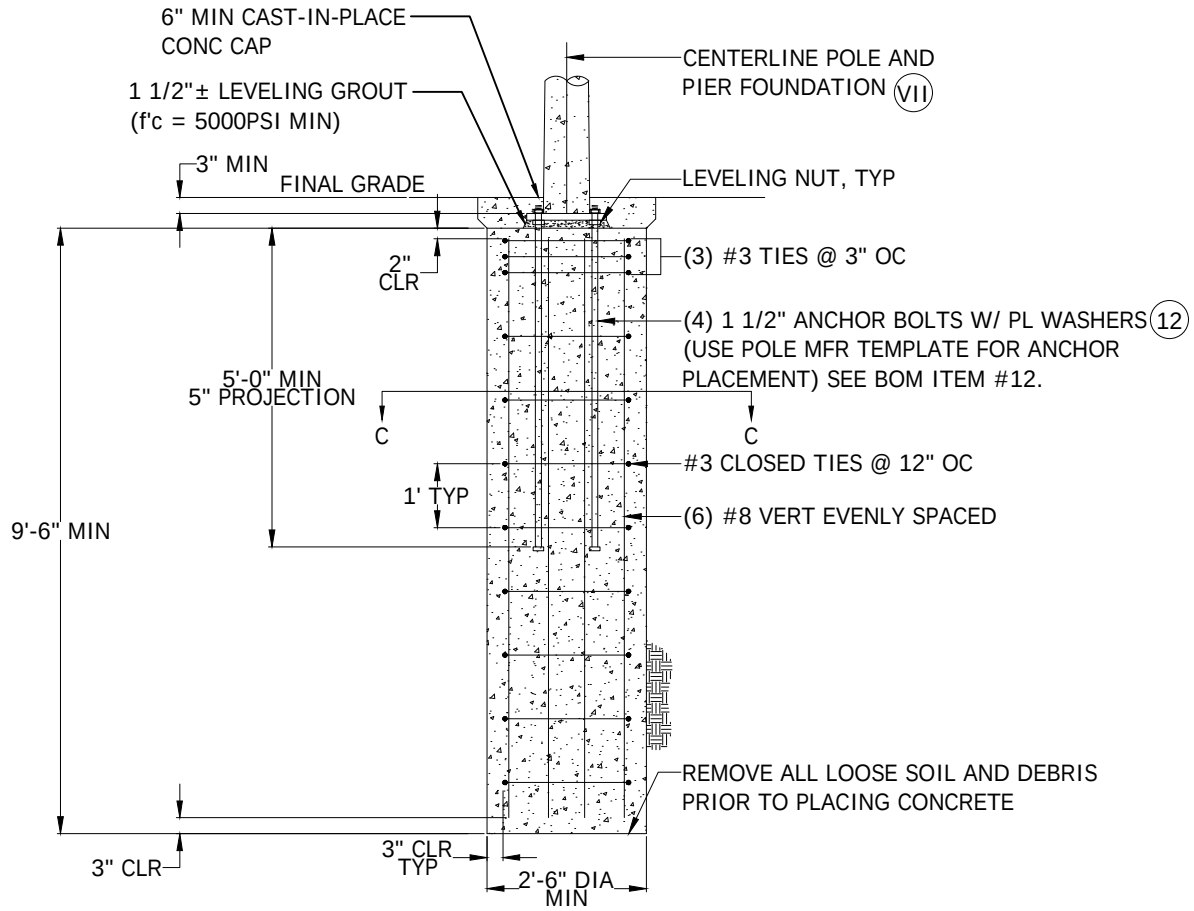

FIGURE 3
(V) SEE FIGURE 3 FOR FOUNDATION DETAILS. SEE BOM #12 AND #14 FOR ANCHOR BOLTS AND REBAR CAGE STOCK NUMBERS. DO NOT USE ANCHOR BOLTS PROVIDED BY MANUFACTURER. SEE PAGE 6 BELOW FOR FOUNDATION INSTALLATION, INSPECTION AND TESTING REQUIREMENTS.